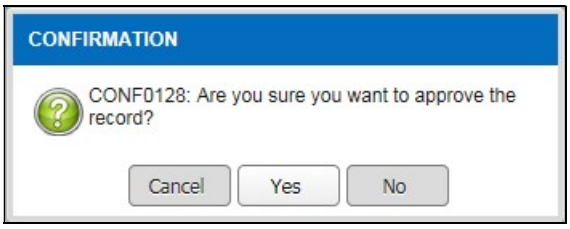

Figure 3.3.2-3 Confirmation Message
- *Confirmation message will be displayed as Figure 3.3.2-3*